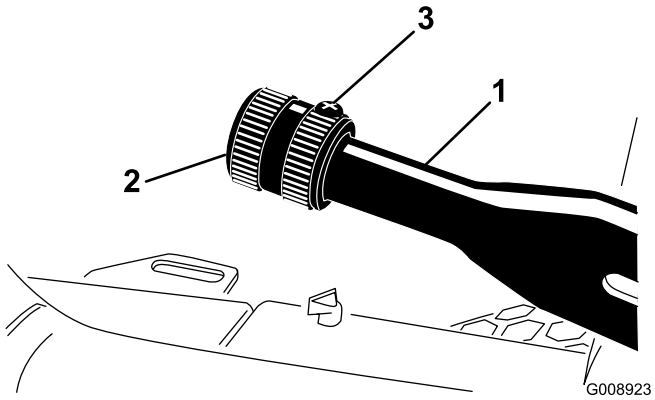

Figur 71
1. Løsn sætskruen, der fastholder grebet på parkeringsbremsehåndtaget (Figur 71).